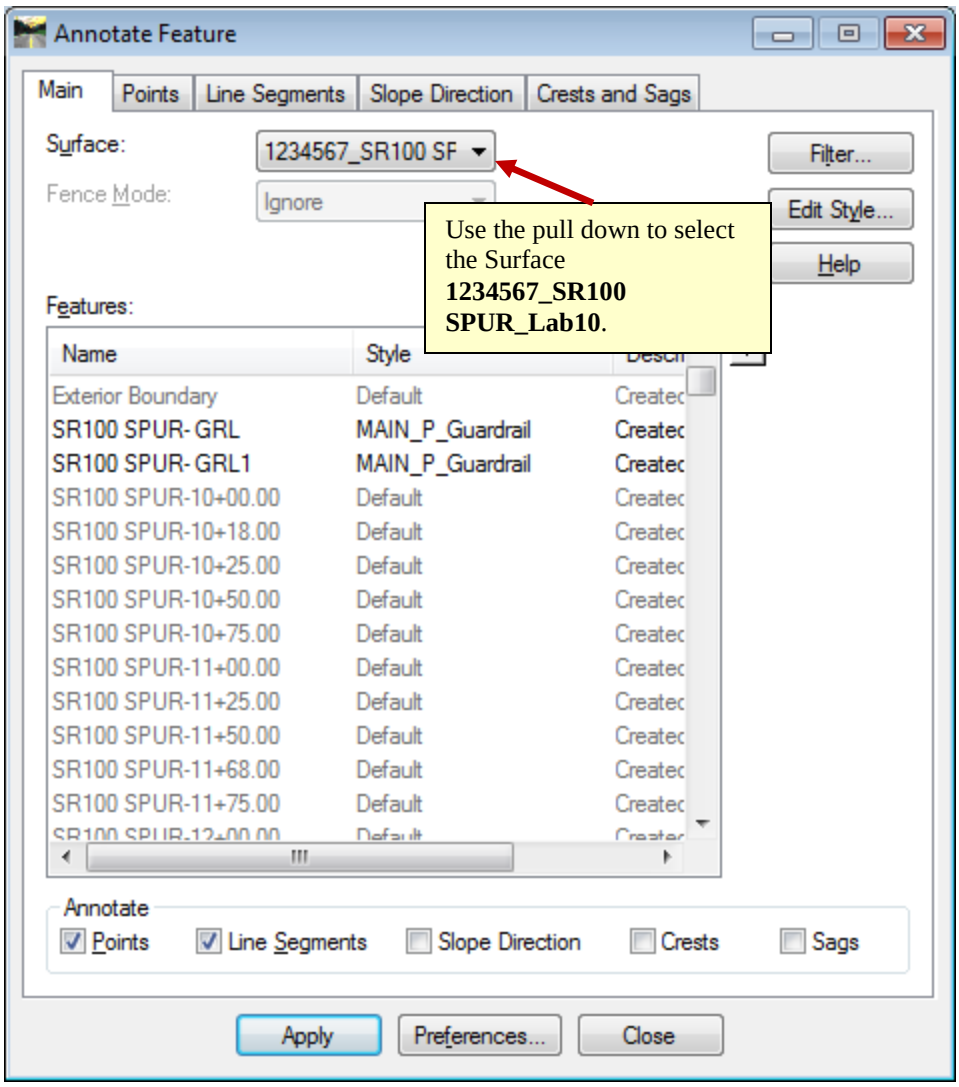

Figure L10-17 Annotate Feature
32.	**Open the Annotate Feature dialog. The Annotate Feature dialog is how Ditch Flow Arrows are Displayed on the Roadway Ditches.** • In InRoads, select **Surface ► View Surface ► Annotate Feature**… The **Annotate Feature** dialog opens as shown in *Figure L10-17*.
33.	**Set the Active Surface to '1234567_SR100 SPUR_Lab10'.** • In the **Annotate Feature** dialog, use the pull down arrow and select the Surface **1234567_SR100 SPUR_Lab10** from the list as shown in *Figure L10-17*.